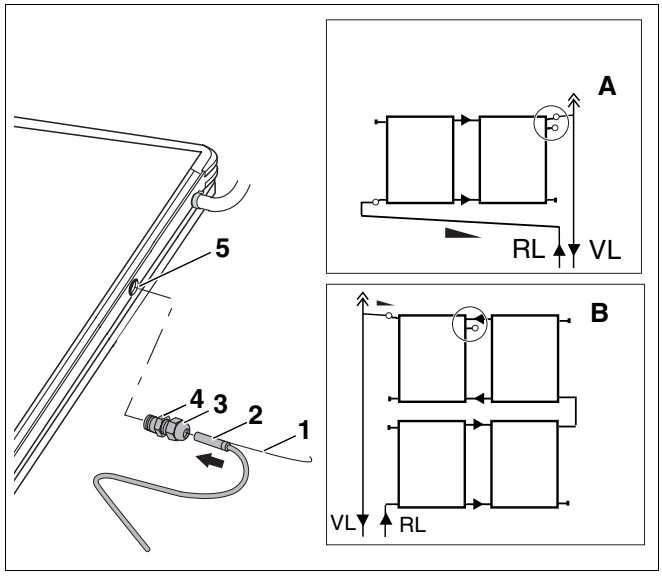

Afb. 46 Collectorvoeler aansluiten
– Inbouwpositie (afb. 46, **pos. A**) bij systemen met één rij collectoren.
– Inbouwpositie (afb. 46, **pos. B**) bij systemen met twee rijen collectoren.
- Druk de warmtegeleidende pasta in de dompelhuls (afb. 46, **pos. 5**).
- Voer de collectorvoeler (afb. 46, **pos. 2**) met de kabel (afb. 46, **pos. 1**) door de klemkoppeling (afb. 46, **pos. 3** en **4**) en schuif de collectorvoeler ca. 170 mm tot aan de aanslag in de dompelhuls (afb. 46, **pos. 5**).
- Schroef het onderste deel van de klemkoppeling (afb. 46, **pos. 4**) in de draad van de dompelhuls (afb. 46, **pos. 5**).
- Trek de klemkoppeling (afb. 46, **pos. 3** en **4**) aan.